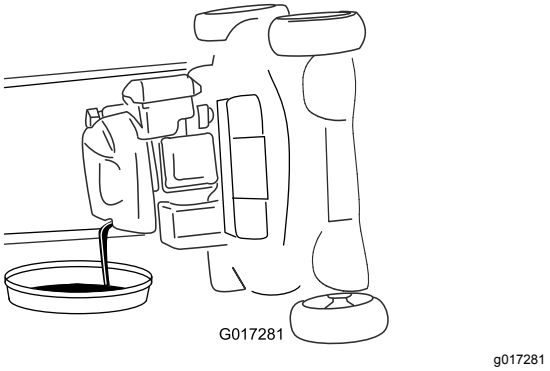

Figure 33
4. Basculez la machine sur le côté (filtre à air en haut) pour vidanger l'huile usagée par le tube de remplissage (Figure 33).